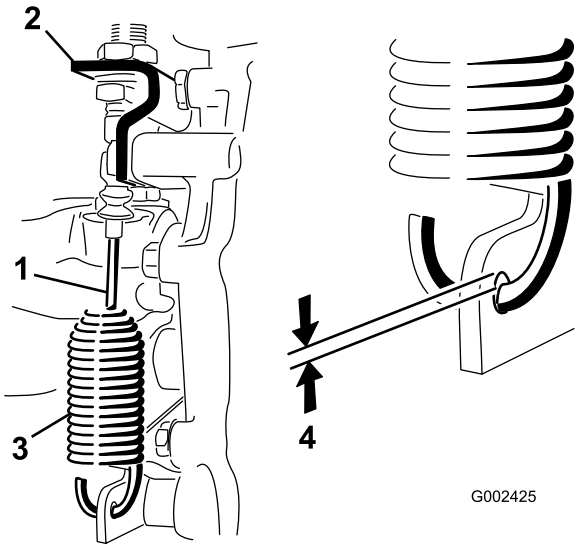

Figur 55
2. Løsn de kontramøtrikker, der fastgør differentialelåsens kabel til beslaget på gearkassen (Figur 55).